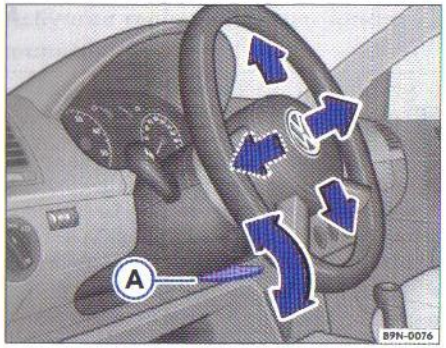

Fig. 53 Reglarea poziției volanului
- Îndreptați maneta ⇒ fig. 53 Ⓐ de sub volan, în jos ⇒ ⚠.